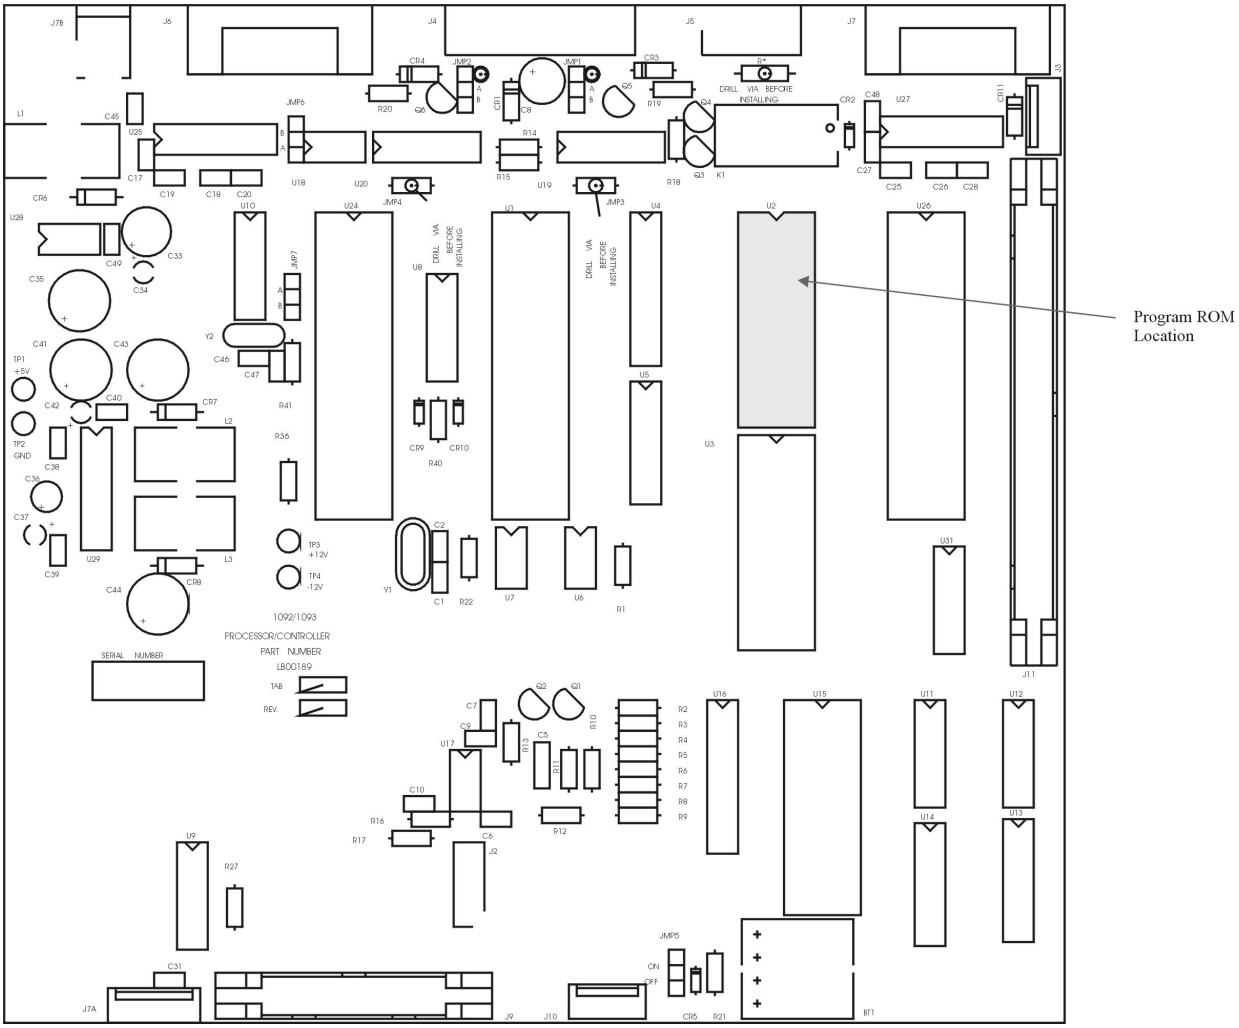

Figure 1: Model 1092/1093 Main Board ROM Location
1. The program ROM is located at U2 (see Figure 1 on page 6).